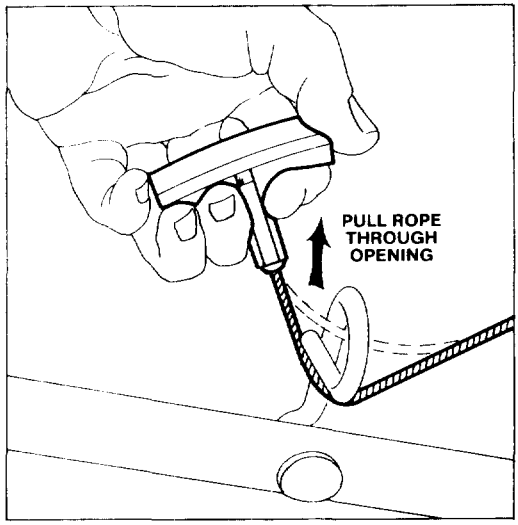
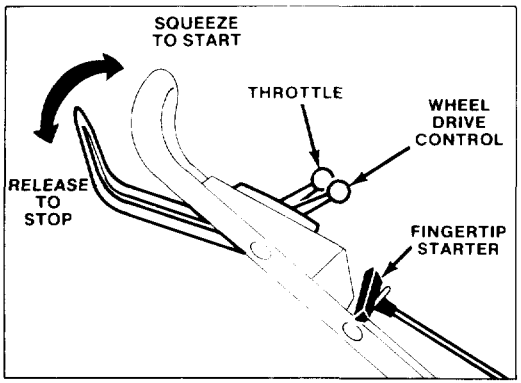

Figure 3
Figure 7
3. STARTER ROPE (Fig. 3) — Pull starter rope through opening in rope guide. By squeezing control bar (Fig. 7) against handle, blade brake will release and allow rope to be pulled easily up to rope guide.
1. CONTROLS (Fig. 7) — Wheel drive control throttle, blade control bar and fingertip starter are on upper handle.
2. STARTING (Fig. 7) — Push wire onto spark plug. Move wheel drive control to DISENGAGE and throttle control to CHOKE. Hold control bar against handle. Pull fingertip starter and regulate throttle as required when engine starts.
3. SELF-PROPELLING (Fig. 7) — Move wheel drive control to ENGAGE. Front wheels will now drive mower. For maneuvering and making turns, push down on handle to raise front wheels slightly off grass. Move control to DISENGAGE detent to stop front wheel drive.
4. STOPPING (Fig. 7) — Release control bar to stop engine and blade. Pull wire off spark plug if mower is unattended or not used.